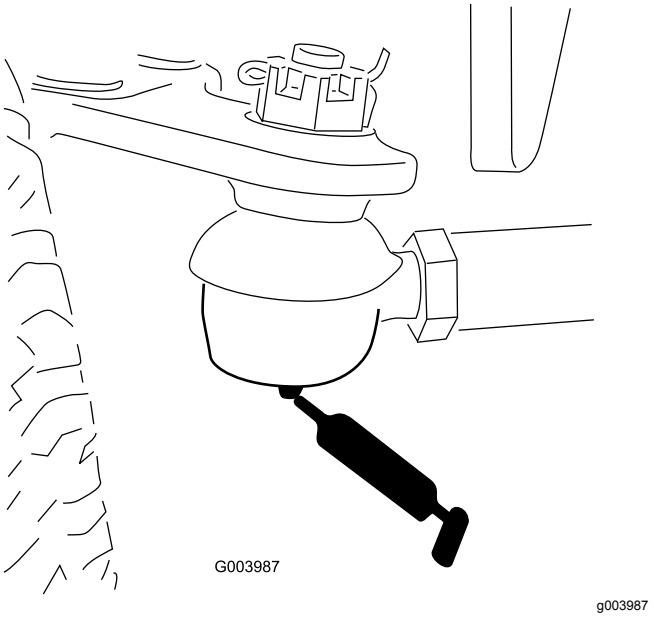

Figuur 67
- Trekstang van achteras (2) (Figuur 67)